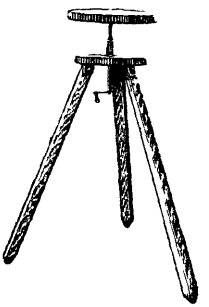

Рис. 142. Регулировочный козелок под хвост.
3) козелки под хвост (раздвижной с домкратом и нераздвижной) (рис. 142);